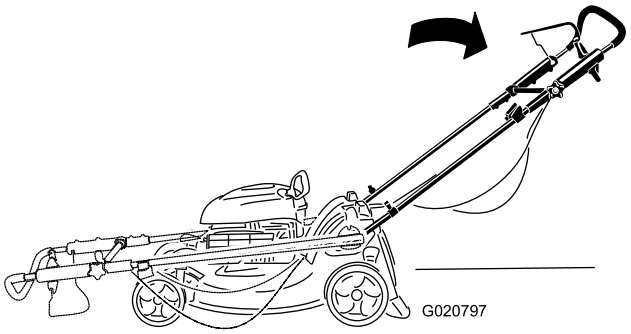

Figur 3
1. Fold ut håndtaket som beskrevet i Figur 3.